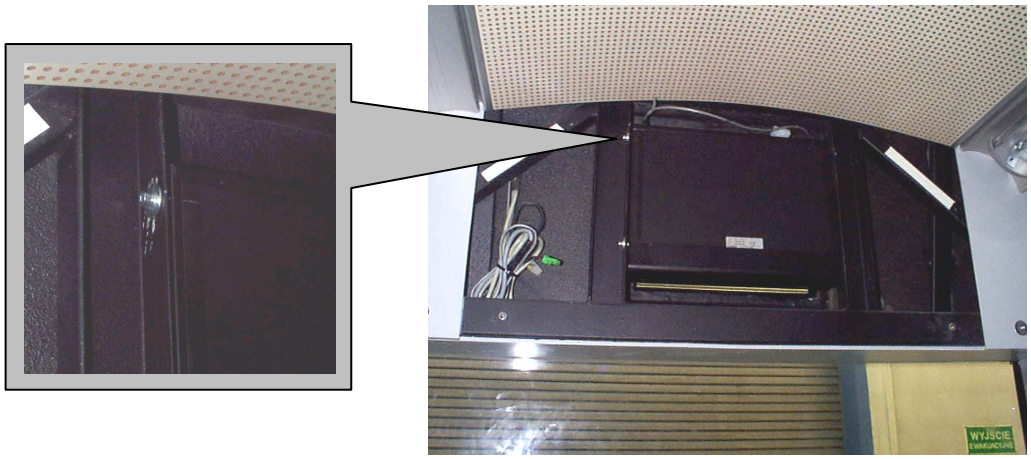

Rys. 4. Dostęp do tylnej tablicy informacyjnej – wskazane śruby mocujące
- dostęp do tylnej tablicy informacyjnej uzsykuje się także od wewnątrz autobusu, po odkręceniu pokrywy maskującej. Demontaż tylnej tablicy informacyjnej polega na odkręceniu śrub mocujących – Rys. 4.,